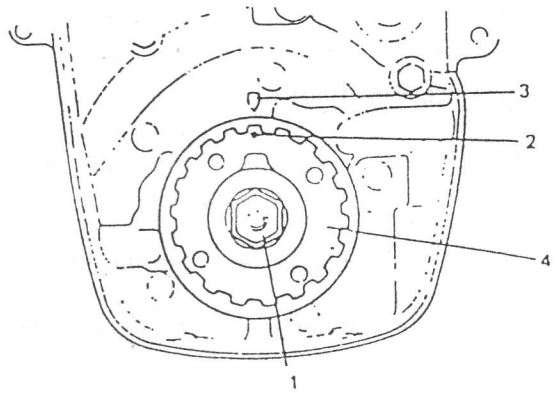

Fig. 3-6-49 Marcas de alineación
8) Gire el cigüeñal en el sentido de las agujas del reloj, fijando una llave de 17 mm en el perno del engranaje de la distribución del cigüeñal, y alinee la marca de punzón en el engranaje de la correa de distribución con la marca en forma de flecha en la bomba de aceite de la manera indicada en la Fig. 3-6-49.